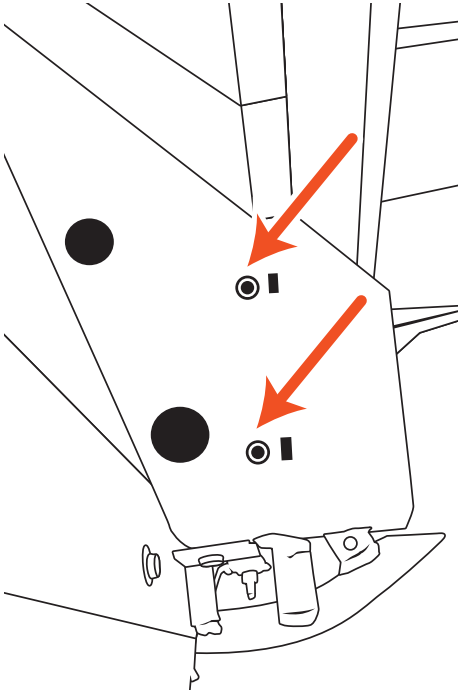

Figure 5 - Radiator Shroud Push Pins
4. Remove four push pins (two per side) securing the radiator shroud to the core support, shown in **Figure 5**.